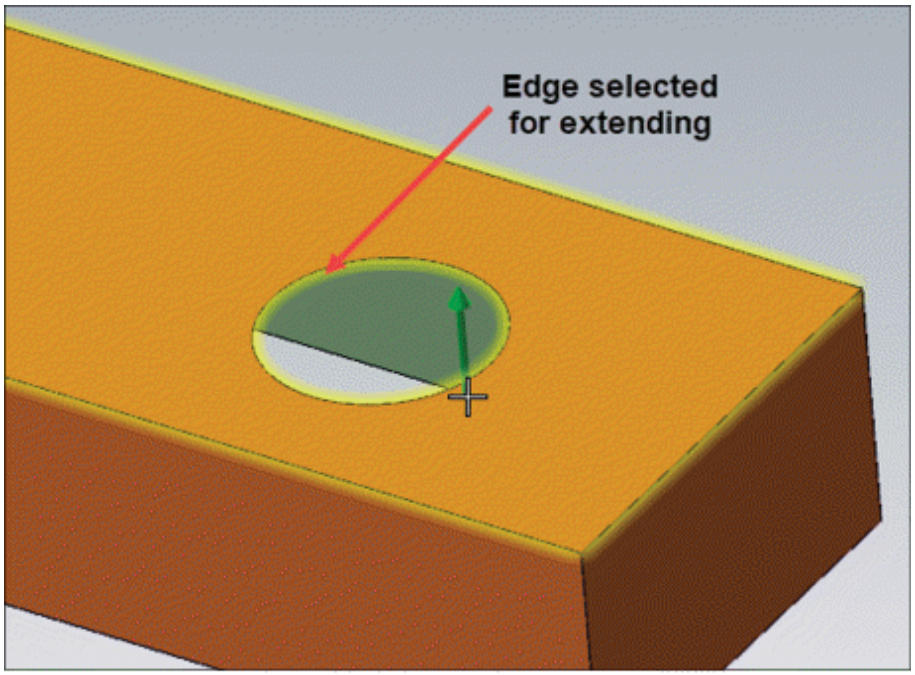

Figure-53. Edge selected for extending
- Select desired trimmed edge; refer to Figure-53. You will be asked to specify point on side of edge to be extended.